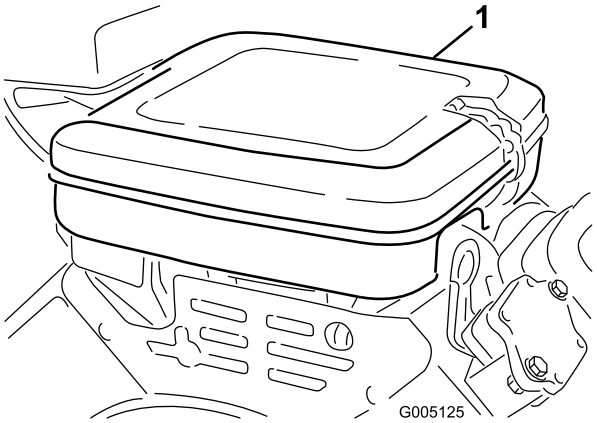

Figur 42
1. Ta av låseklemmene, og ta dekslet av luftrenseren (Figur 42). Rengjør dekslet grundig.